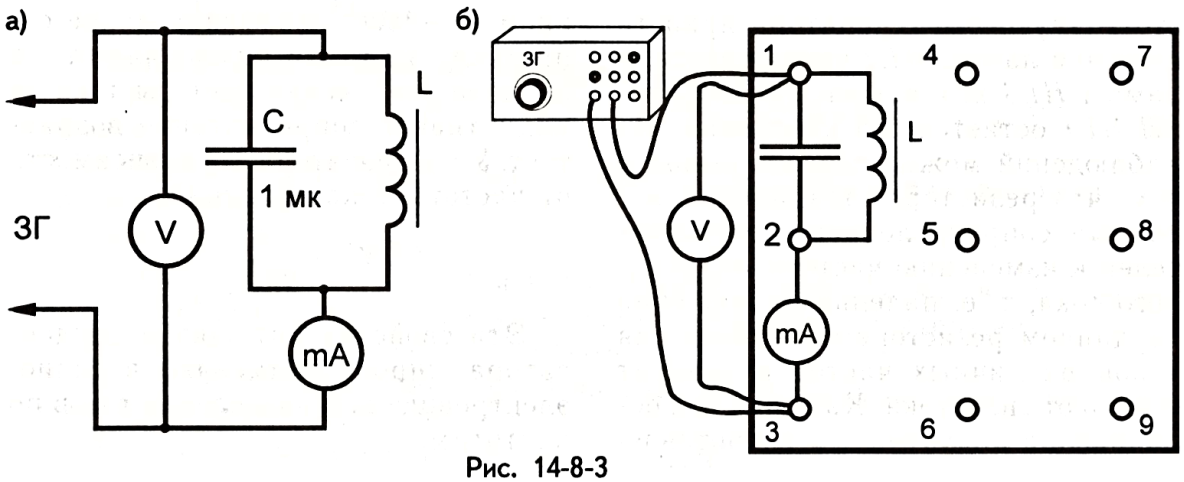

Рис. 14-8-3
1. Соберите электрическую цепь по рис. 14-8-3, а и б.